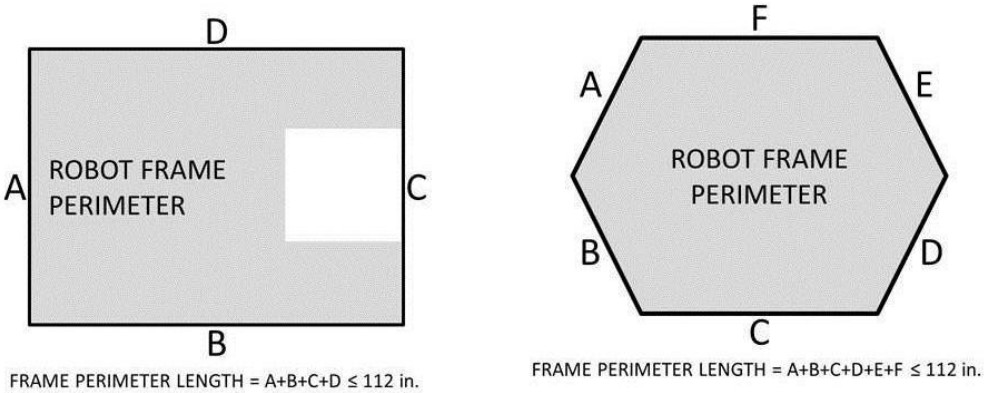

Figure 4-1: FRAME PERIMETER Length Calculations
A. total length of the FRAME PERIMETER sides may not exceed 112 in. (see Figure 4-1 for examples),